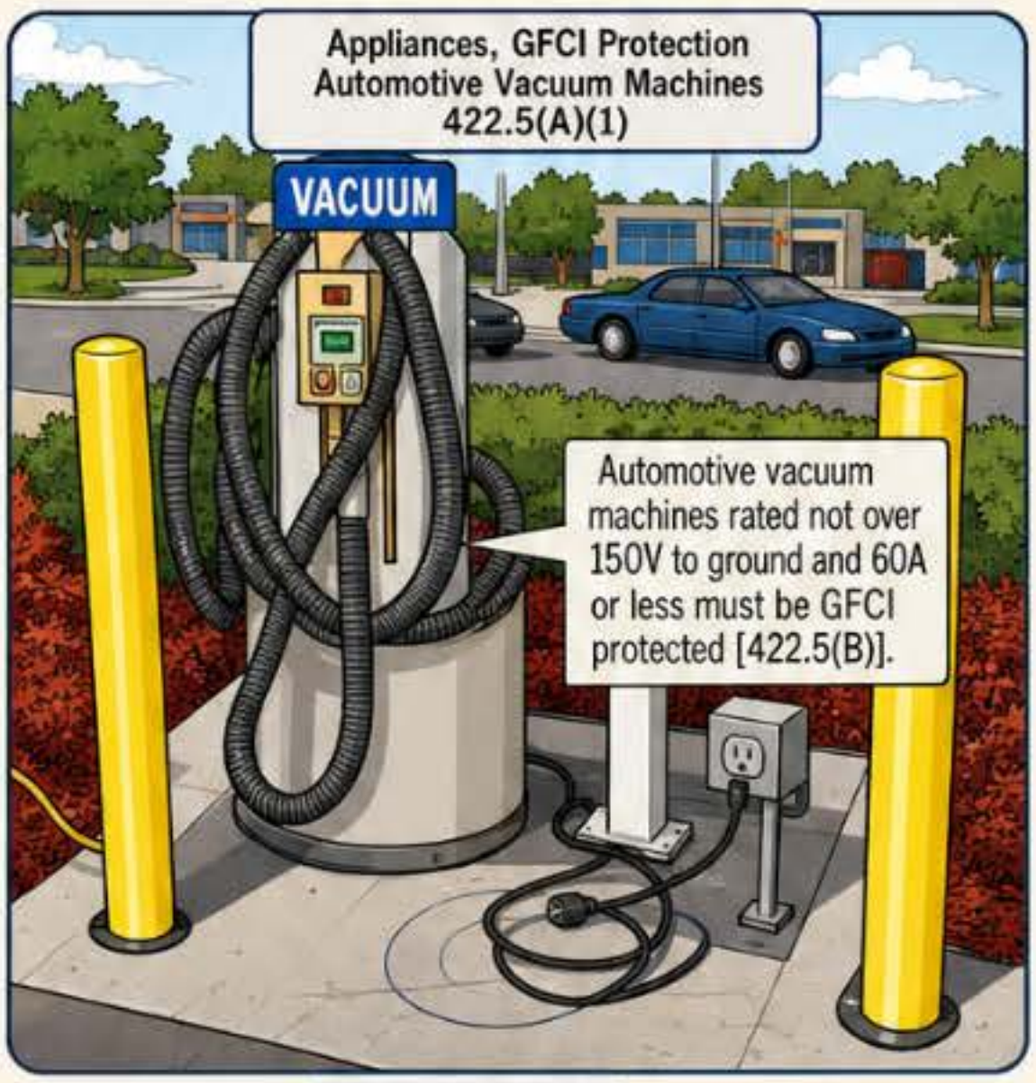

Figure 422-2
(1) Automotive vacuum machines. ☞ **Figure 422-2**